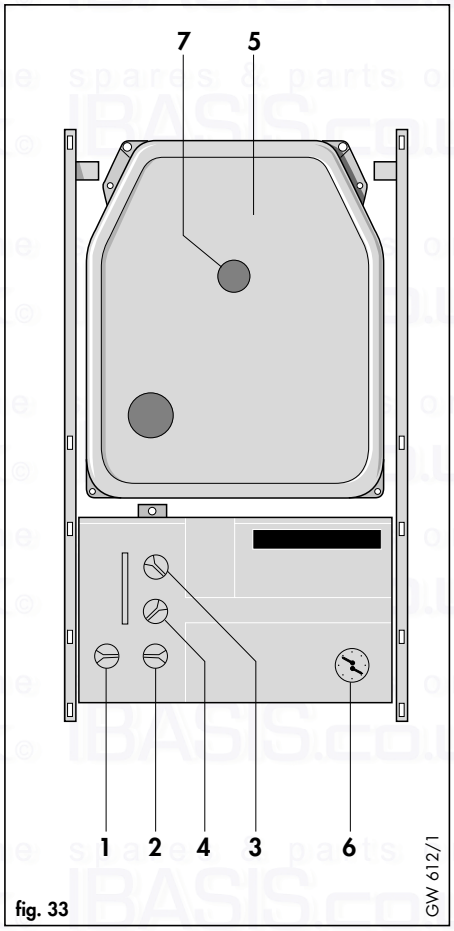

fig. 33
- Check that the boiler combustion chamber (5, fig. 33) is correctly fitted.
- Set both the maximum hot water temperature control (4, fig. 33) and maximum radiator temperature control (3, fig. 33) to '9'.
- Turn the boiler on/off control (1, fig. 33) to the "on" position (▮).
- Set the boiler central heating control (2, fig. 33) to the 'Heating and Hot Water' position (▥ ⚷).
- Ensure the maximum hot water temperature control (4, fig. 33) is set to '9'.
Operate the boiler and turn off the gas supply at the boiler gas service valve. The boiler should attempt to re-light (sparking at ignition electrode visible through viewing window) for approximately 9 seconds, if ignition does not occur the boiler will re-attempt ignition after a further 10 second delay before shutting down. The lock out indicator light will illuminate. Open the gas service valve and turn the central heating control (2, fig. 33) to the reset position ( ). The boiler should now re-light.
(The actual reading on the pressure gauge - (6, fig. 33) - should ideally be 0.5 Bar plus an additional pressure corresponding to the highest point of the system above the base of the boiler - 10 m head equals an additional 1 Bar reading on the pressure gauge. The minimum pressure should not be less than 1 Bar in any installation).